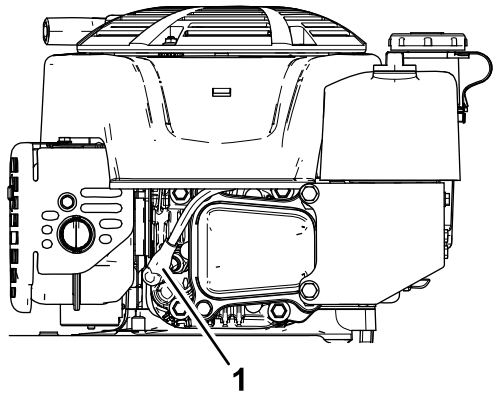

Figuur 31
2. Maak de bougiekabel los van de bougie (Figuur 31).